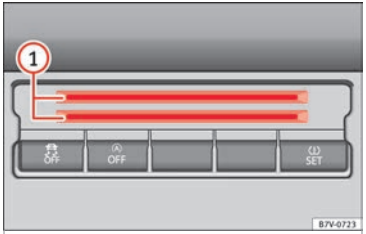

Bild 180 Mittkonsolen, undre delen: kortfack
Längst ner på mittkonsolen finns ett förvaringsfack **››› bild 180** (1) för mynt, kort, parkeringsbiljetter och liknande.